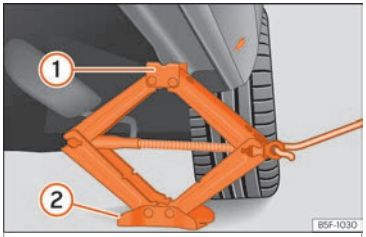

Fig. 38 Bas de caisse : placement du cric du véhicule.
- Tournez la manivelle du cric*, placé sous le point d'appui du bas de caisse, pour le lever jusqu'à ce que l'ergot ① ››› fig. 38 se trouve sous le logement en plastique prévu à cet effet.
- Alignez le cric* de sorte que l'ergot ① « « s'encastre » » dans le logement en plastique prévu à cet effet sur le bas de caisse et que la plaque de base mobile ② repose sur le sol. La plaque de base ② doit tomber à la verticale par rapport au point d'appui ①. »